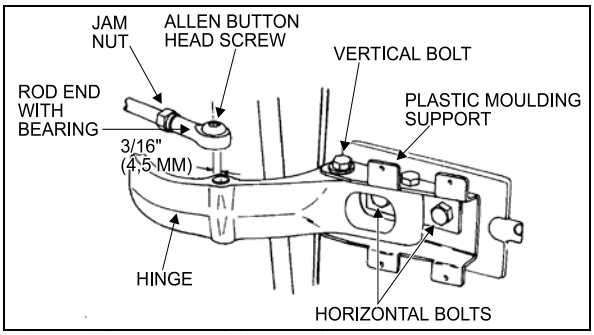

FIGURE 32: UPPER DOOR HINGE 18058
2. Remove the Allen button head screw and the washer retaining the rod end with bearing to the upper hinge. See Figure 32.